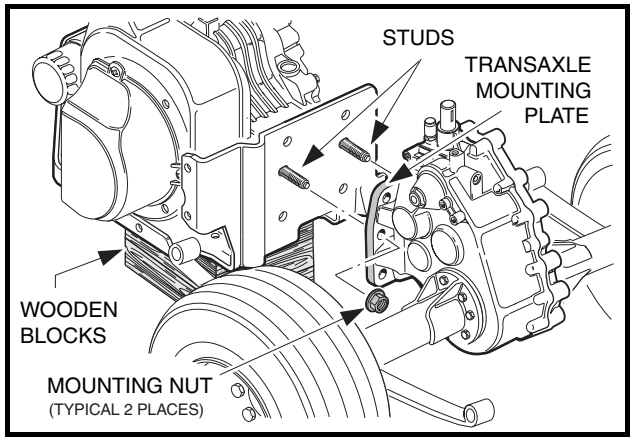

Figure 16-36 Transaxle Mounting
4. Position the transaxle mounting plate on the two mounting studs at the rear of the engine, and then install the two mounting nuts finger tight **(Figure 16-36, Page 16-16)**.
6. Tighten the four corner nuts (with bolts) to 23 ft-lb (31.2 N·m). Tighten the two center nuts (on the engine block studs) to 17 ft-lb (23.1 N·m) **(Figure 16-36, Page 16-16)**.